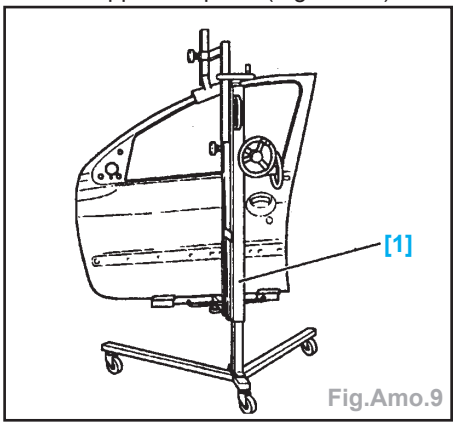

Fig.Amo.9
Outil : Support de porte (Fig.Amo.9).
- Mettre en place la porte neuve sur le support (Fig.Amo.9).